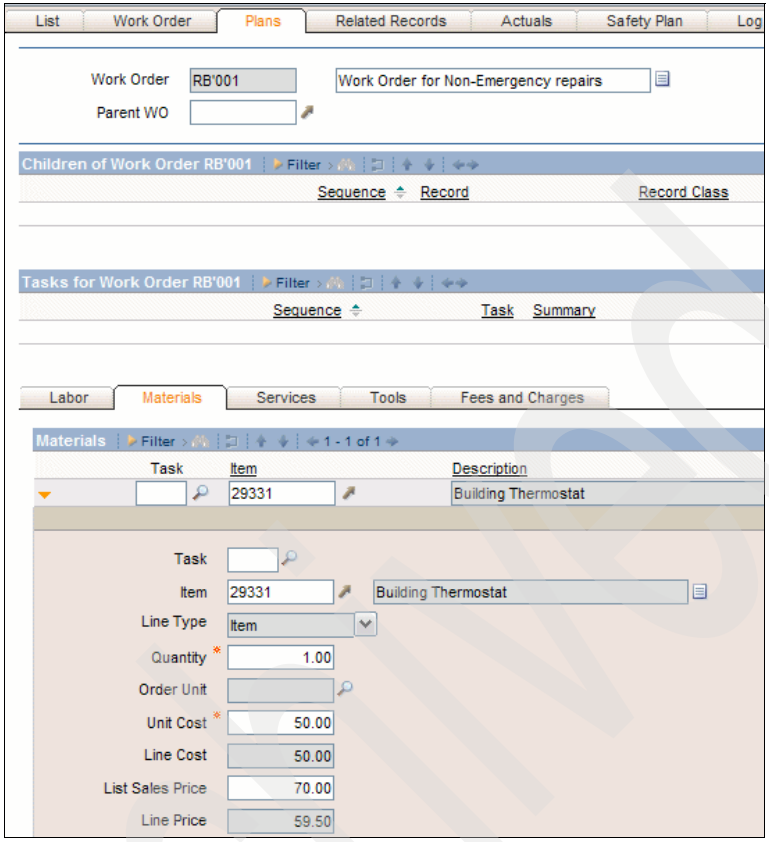

Figure 7-9 Work order with planned item
The customer agreement CARBCUS-A with price schedule PSWO'01 - Price Schedule - Non Emergency is applied to the work order by clicking **Select Action - Apply Customer Agreement** or **Select Action - Select / Deselect Price Schedule**. A list of eligible price schedules for the customer mentioned on the work order is displayed. See Figure 7-9 on page 130.
In Figure 7-9 on page 130, the item 29331 - Building Thermostat has: